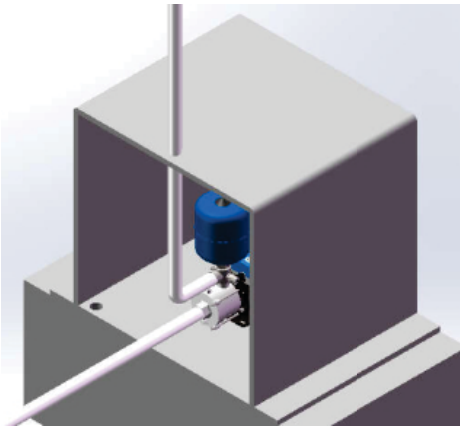

Figura 4
7.25 O pressurizador deve ser instalado em local coberto, ventilado e com proteção contra intempéries (ver figura 4)